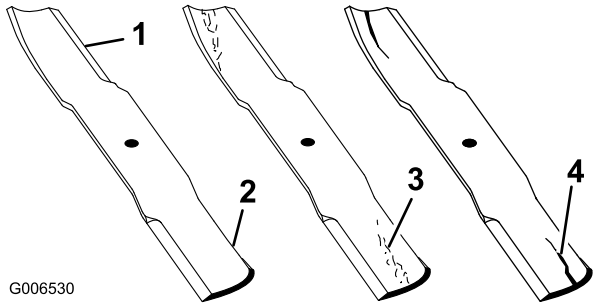

Figur 49
1. Efterse skærekanterne (Figur 49). Hvis kanterne ikke er skarpe eller har hakker, skal knivene afmonteres og slibes. Se afsnittet Slibning af knivene.
2. Efterse knivene, især det buede område (Figur 49). Hvis kniven er beskadiget eller slidt, eller hvis der er antydning af en revne i dette område (nr. 3 på Figur 49), skal du straks montere en ny kniv.